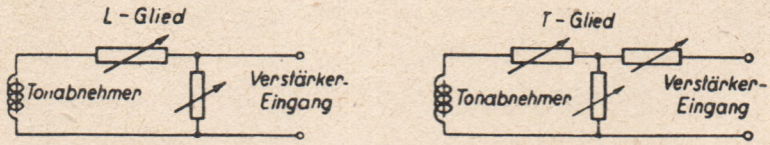

Abb. 178.
b) zur Regulierung der Spannung eines Tonabnehmers (Pick-up) nach Abb. 178,